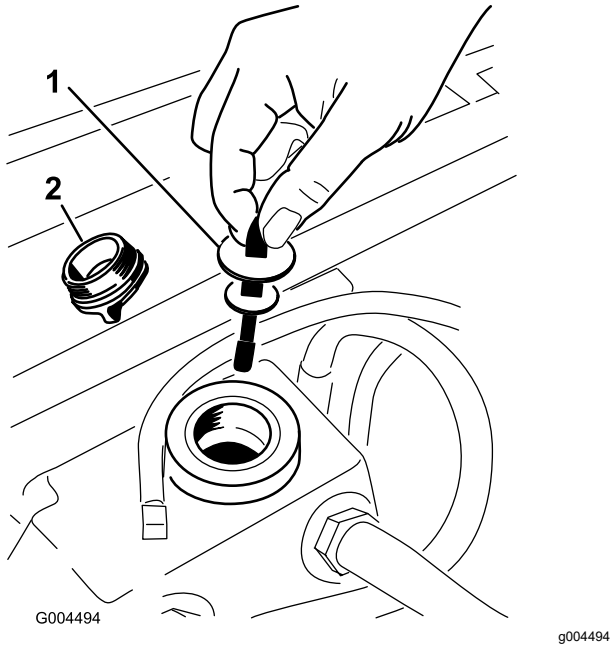

**Figuur 95**
5. Verwijder de vuldop van de hydraulische tank van de vulbuis (Figuur 95).
6. Verwijder de peilstok en veeg deze af met een schone doek (Figuur 95).
7. Steek de peilstok in de vulbuis. Verwijder hem daarna en controleer het vloeistofpeil (Figuur 95).